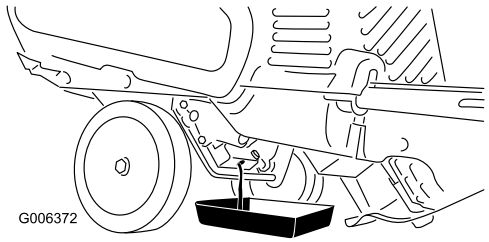

Figur 29
3. Plasser et oljetappefat under oljetappepluggen, fjern oljetappepluggen, vipp snøfreseren bakover og tapp den brukte oljen i oljetappefatet Figur 29).